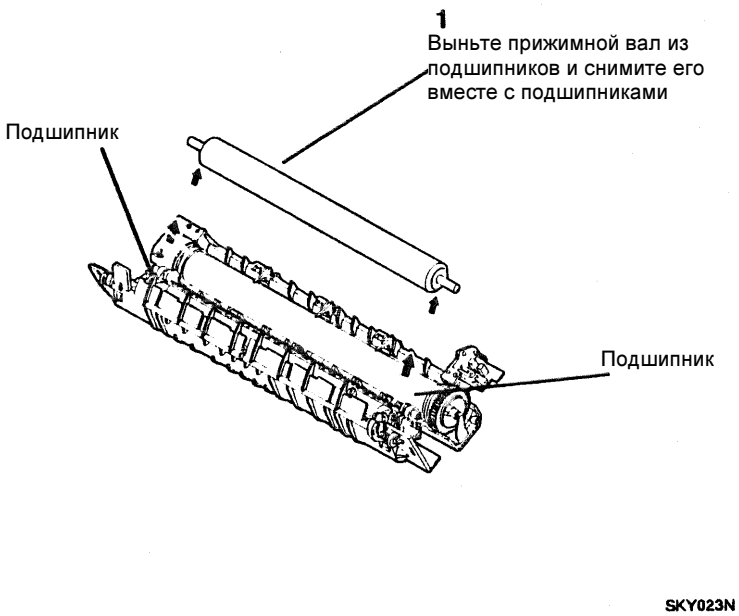

Рисунок 3. Снятие прижимного вала
7. (Рисунок 3): Снимите прижимной вал.